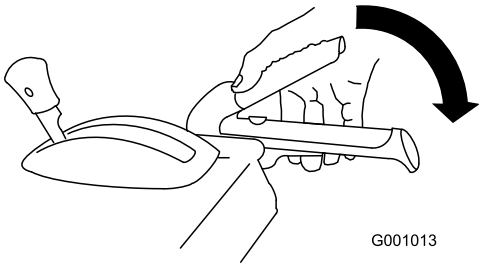

Bild 30
1. Drücken Sie zum Einkuppeln des Räumwerk-/Impellerantriebs den rechten Hebel (Räumwerk/Impeller) zum Handgriff (Bild 30).